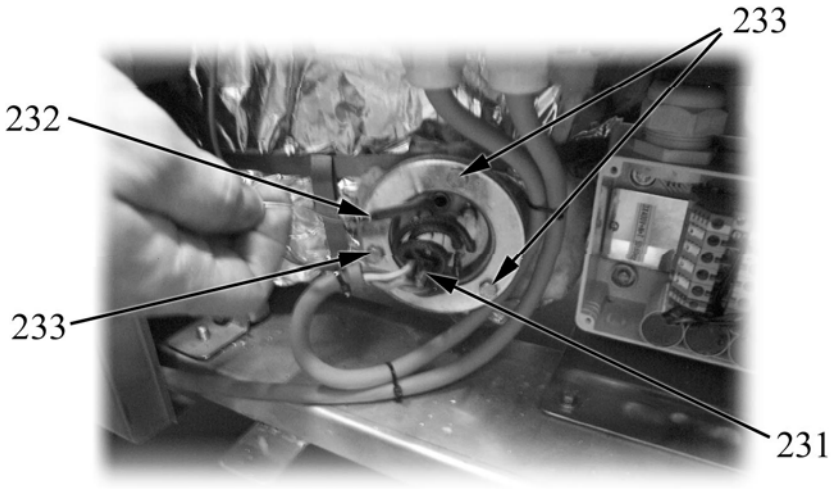

Fig. 24
- Disconnect all the electrical connections pos. 231 in Fig. 24 taking care to remove the safety thermostat bulb from its housing as shown in Fig. 24;
- unscrew the bolts pos. 233 in Fig. 24;